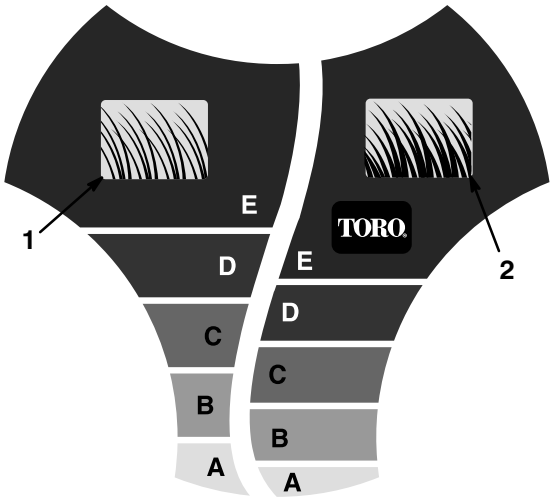

Abbildung 12
Die *SmartWheel*-Vorrichtung hat zwei Schneidskalen — *SPARSE/NORMAL* (spärlich/normal) und *LUSH* (üppig) — zur Sicherstellung der optimalen Schnitthöheneinstellung bei allen Mähbedingungen (Abb. 12). Die *SPARSE/NORMAL*-Skala wird während der warmen Sommersaison für die Mehrzahl der Mäharbeiten verwendet. Die *LUSH*-Skala ist für dickes, feuchtes, saftiges Gras gedacht, das meistens im Frühling wächst.
1. Bevor der Motor gestartet wird, den Rasenmäher auf das Gras schieben. Den Rasenmäher nicht weiter schieben, wenn die Buchstaben an der *SmartWheel*™-Konstruktion am linken Hinterrad aufrecht stehen (Abb. 12).
2. Die Spitzen der Grashalme mit den Buchstaben an der *SmartWheel*-Konstruktion (Abb. 12) vergleichen. Der Buchstabe an der *SmartWheel*-Vorrichtung, der den Spitzen der Grashalme entspricht, ist die richtige Schnitthöhe.